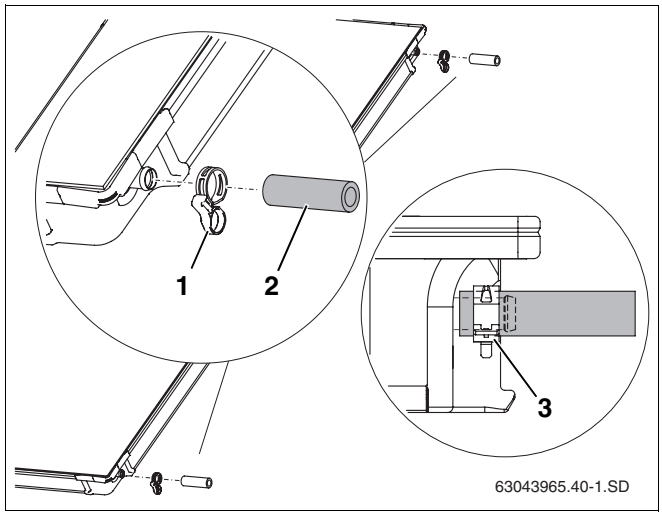

Abb. 20 Verbindungssatz vormontieren
- Solarschläuche 95 mm (Abb. 20, **Pos. 2**) auf die rechten Anschlüsse des zweiten und alle weiteren Kollektoren schieben.
- Federbandschellen (Abb. 20, **Pos. 1**) über den Solarschlauch schieben (die zweite Schelle sichert später den Anschluss des anderen Kollektors).
- Wenn die Federbandschelle richtig sitzt, den Sicherungsring ziehen, um die Verbindung zu sichern (Abb. 20, **Pos. 3**).